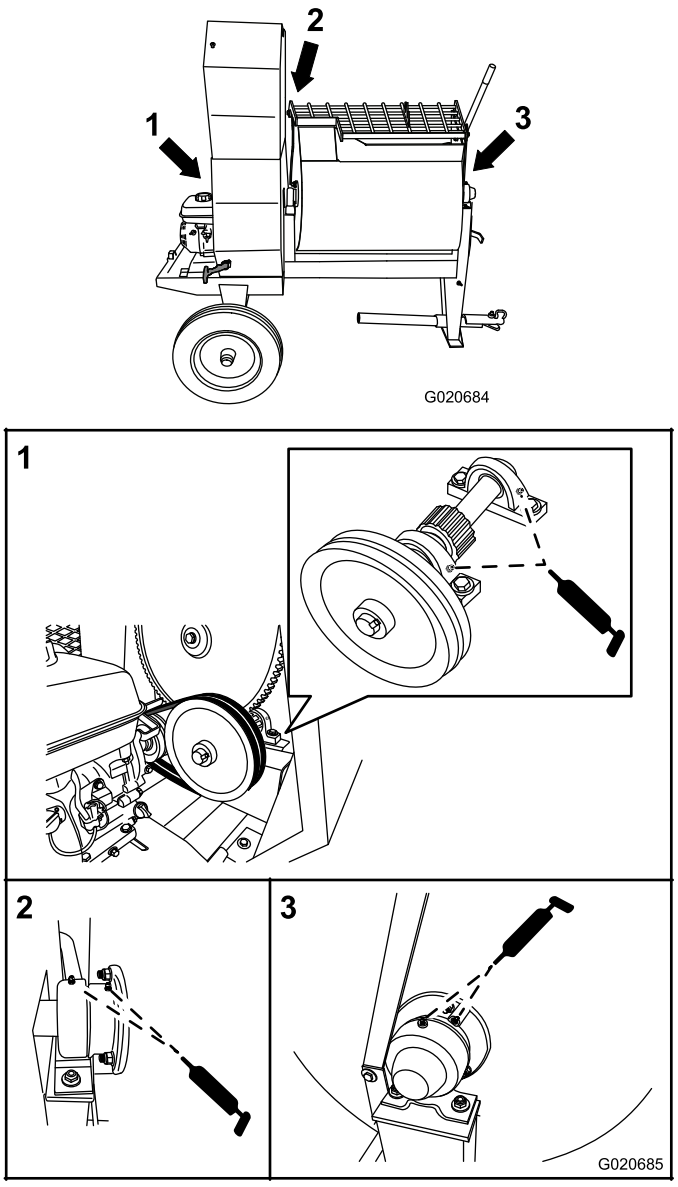

Figura 50
1. Limpie alrededor de cada engrasador con un trapo y retire el tapón de plástico del engrasador (Figura 50).
- Portacojinetes: 1 aplicación de grasa en cada engrasador (Figura 50).
- Soportes de giro: bombee grasa varias veces en cada engrasador hasta que empiece a rezumar de la carcasa del cojinete (Figura 50).